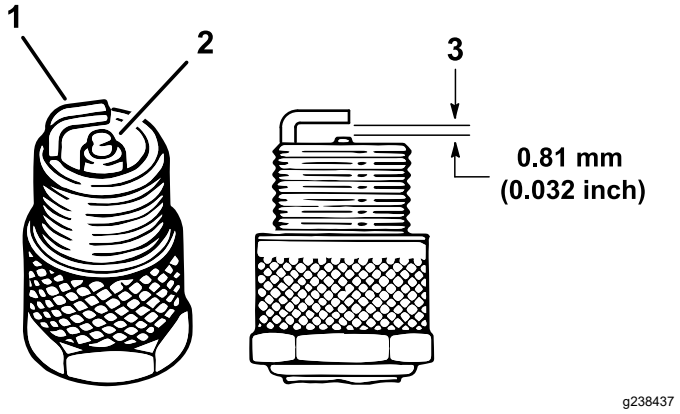

**図 38**
4. 電極 (側面と中央) と碍子の状態を点検する(図 38)。
5. 図 38のように、電極間のエアギャップを 0.81 mm に調整する。